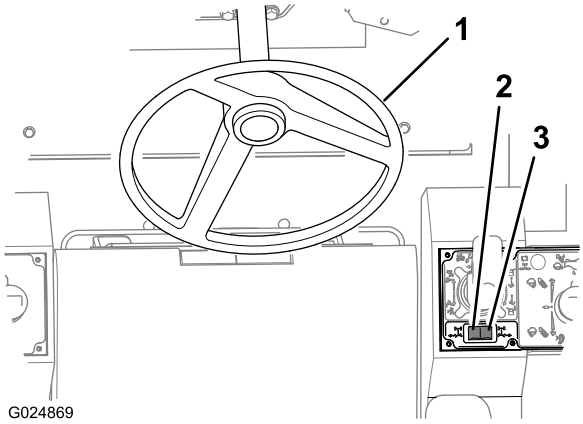

Figura 46
Utilizzate il volante per controllare la sterzata delle ruote anteriori (Figura 46).
- Spingete l'interruttore a bilanciere per lo sterzo delle ruote posteriori (Figura 46) nella metà destra dell'interruttore per sterzare le ruote posteriori a destra (sterzata a sinistra).
- Spingete questo interruttore a bilanciere per lo sterzo delle ruote posteriori (Figura 46) nella metà sinistra dell'interruttore per sterzare le ruote posteriori a sinistra (sterzata a destra).